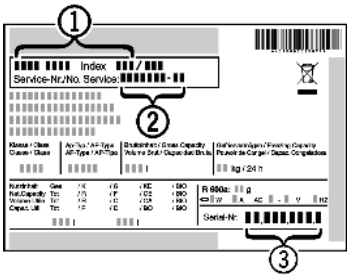

Fig. 55
- ▶ Read off the appliance name *Fig. 55 (1)*, service no. *Fig. 55 (2)* and serial no. *Fig. 55 (3)* from the model plate. The model plate can be found on the inside of the appliance on the left.